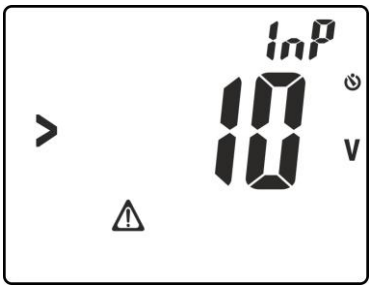

Fig. 17: Presença de tensão nos terminais de entrada
7. Premir o botão **GO/HOLD** para ativar o teste. O ecrã da Fig. 17 pode aparecer no display para assinalar a presença de uma tensão **>10V** existente nos terminais de entrada que bloqueia o desenrolar dos testes
7. Premir o botão **GO/HOLD** para ativar o teste. O ecrã da Fig. 17 pode ser apresentado no display para assinalar a presença de uma tensão **>10V** presente nos terminais de entrada que bloqueia o desenrolar do teste